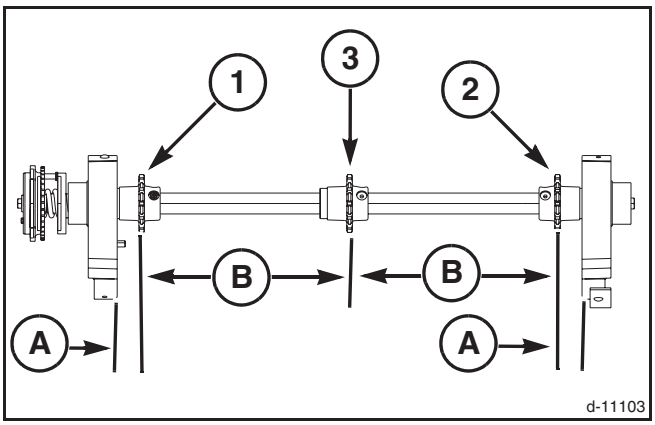

FIG. 803
FIG. 803: Serial Number HP87101 and Later - Position the tooth centerline of the left-hand (1) and of the right-hand (2) sprocket to a dimension (A) of 74.6 mm (2.937 in) from the inside surface of the pivot housings.